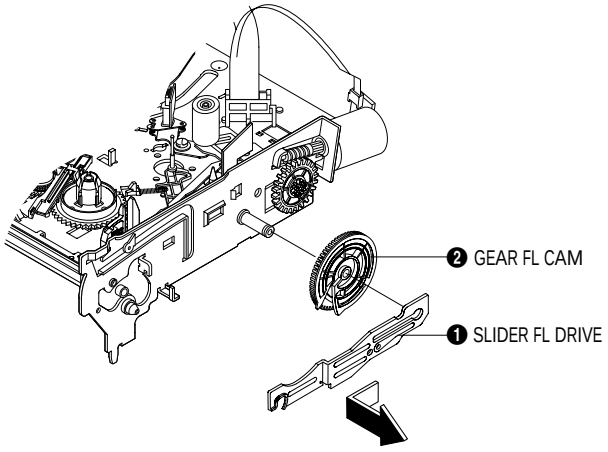

Fig. 4-10 Slider FL Drive Removal
1) Pull the Slider FL Drive ❶ to the front direction.
2) Remove the Slider FL Drive ❶ in the direction of arrow. (Refer to Fig. 4-10)
3) Remove the Gear FL cam ❷.